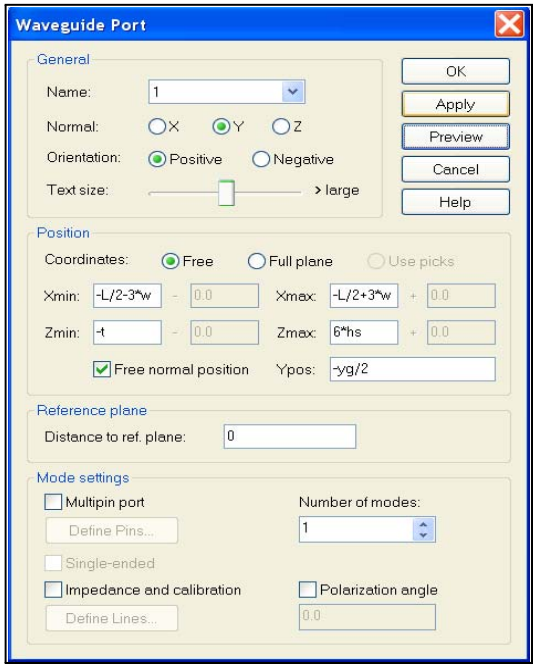

Figure 12 - The first port location definition.
6. Create four waveguide ports at each end of a strip line to perform the S-parameters calculation. An example of the first port location definition is shown in Figure 12.